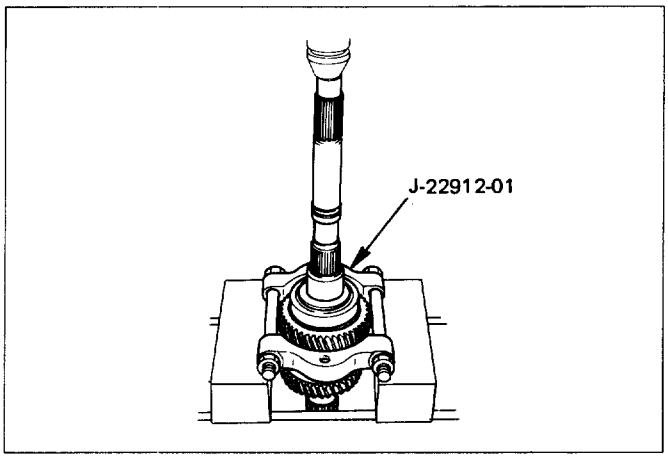

Fig. 7B-76
② Sleeve
③ Clutch hub
④ Inserts
- Use a bench press and the bearing remover to remove the ball bearing (Fig. 7B-76).